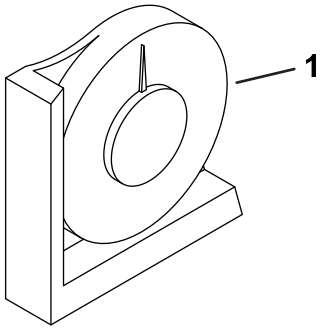

Figura 3
2. Accertatevi che la macchina sia a livello, appoggiando l'inclinometro portatile (a corredo della macchina) sulla traversa del telaio, accanto al serbatoio del carburante (Figura 3).